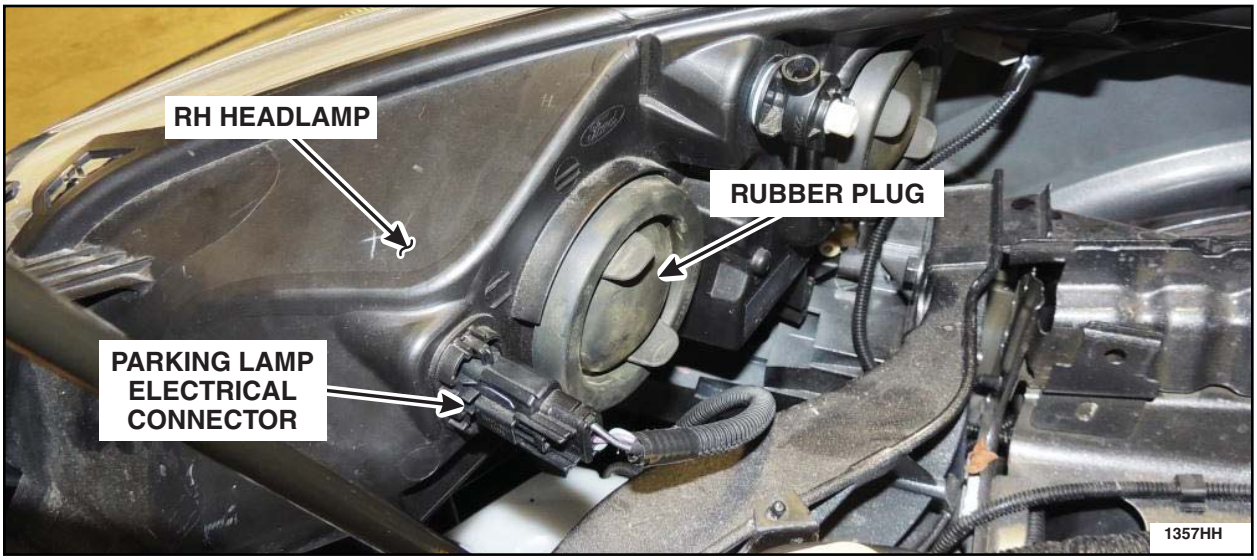

FIGURE J1
1. Disconnect the parking lamp electrical connector at the RH headlamp. See Figure J1.
2. Remove the rubber plug from the RH headlamp. See Figure J1.
10. Install the rubber plug onto the RH headlamp. See Figure J1.
11. Connect the parking lamp electrical connector at the RH headlamp. See Figure J1.